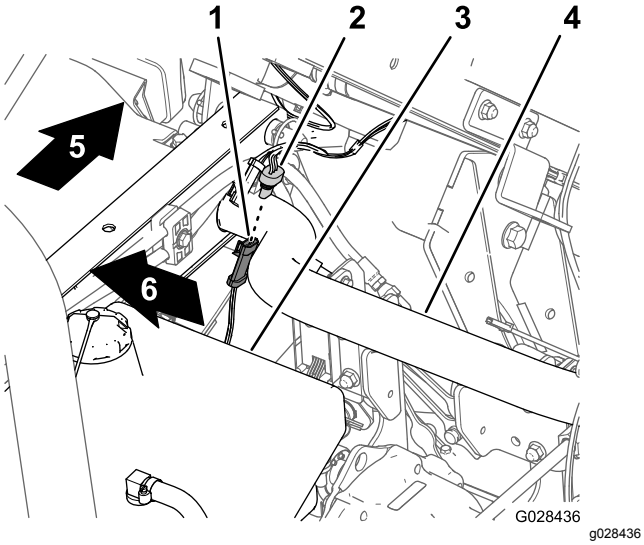

**Figur 17**
1. Finn kontakten med tre sokler for hastighetssensorkretsen (Figur 17) ved ledningssatsen for sprederen.
2. Koble 3-pinnerskontakten i maskinens ledningssats for hastighetssensoren til kontakten med tre sokler i sprederens ledningssats for hastighetssensoren (Figur 17).